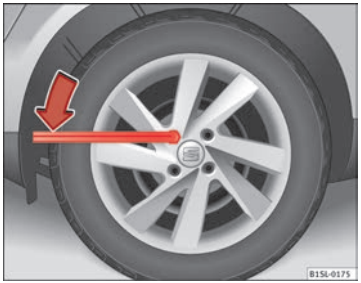

Fig. 144 Changement de roue : desserrez les boulons de la roue.
- Placez la clé démonte-roue jusqu'en butée sur le boulon de roue ⇒fig. 144.